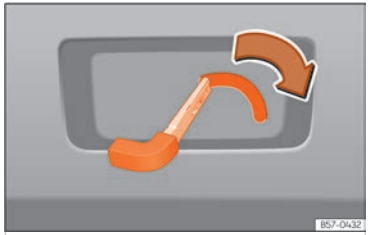

Fig. 64 Detall del maleter: desbloqueig d'emergència.
- Introduïu l'espasí de la clau a la ranura i desplaceu la clau en el sentit de la fletxa fins que el pany es desbloquegi ››› **fig. 64**.